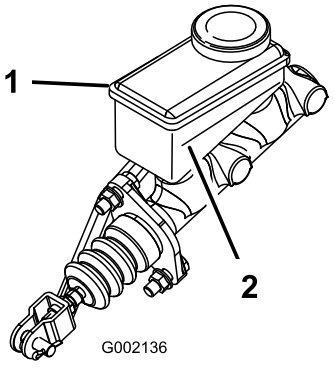

Figur 18
3. Titta på vätskenivåns kontur på sidan av behållaren (Figur 18).
B. Tillsätt DOT 3-bromsvätska i behållaren tills vätskenivån är ovanför miniminivålinjen (Figur 18).
5. Montera gummipluggen ovanpå instrumentbrädan (Figur 18).